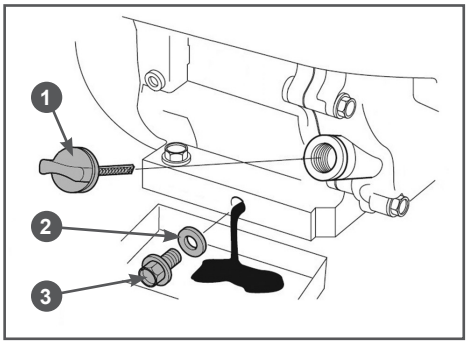

Рис. 23 Замена моторного масла
(1) Техническое обслуживание должно осуществляться более часто, при работе в пыльных условиях.
(2) Эти работы должны выполняться только в авторизованном сервисном центре.
5. Осторожно открутите крышку-щуп 1 из маслозаливной горловины, протрите её насухо и отложите в сторону (Рис. 23).
6. Открутите пробку для слива масла и слейте отработанное масло в подготовленную для этого емкость (Рис. 23).